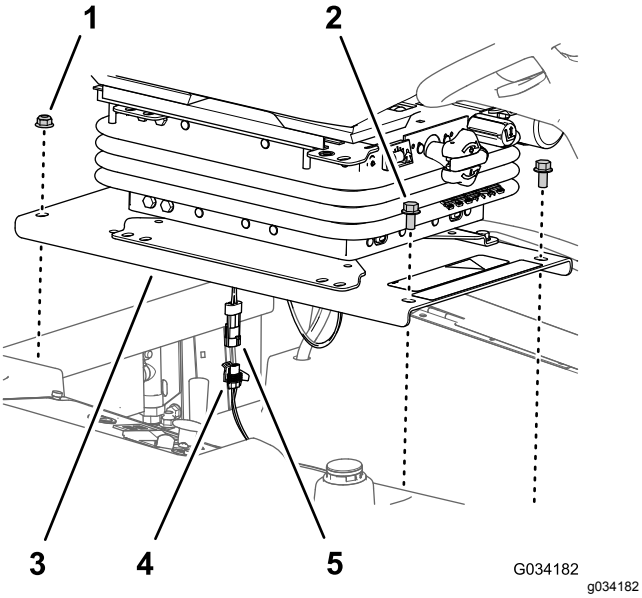

Figur 35
1. Ta bort de två flänsskruvarna (3/8 x 3/4 tum) som håller fast fronten på sätesplattan på maskinchassit (Figur 35).
2. Ta bort de två flänslåsmuttrarna (3/8 tum) som håller fast bakdelen på sätesplattan på maskinchassit (Figur 35).
4. Dra ut kontakten med två stift för brytarkablaget för förarnärvaro från kontakten med två uttag för maskinens kablage (Figur 35).
2. Anslut kontakten med två stift för brytarkablaget för förarnärvaro till maskinens kablagekontakt med två uttag. Se Figur 35.
3. Rikta in de bakre hålen i sätesplattan (Figur 35) med de två vagnsskruvarna (3/8 x 1 tum) i kylarkanalen.
4. Montera sätesplattan (Figur 35) på vagnsbultarna med de två flänslåsmuttrarna (3/8 tum) som du tog bort i steg 2 av Ta bort sätet och sätesplattan (sida 40).
5. Rikta in de främre hålen på sätesplattan (Figur 35) med gängorna på tankstängerna.
6. Montera sätesplattan (Figur 35) på tankstängerna med de två flänsskruvarna (3/8 x 3/4 tum) som du tog bort i steg 1 av Ta bort sätet och sätesplattan (sida 40).